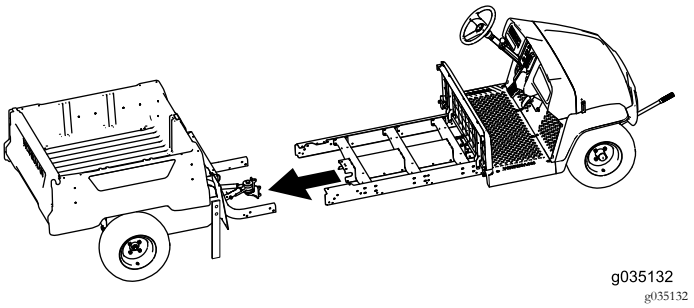

Figura 75
7. Peça ajuda a um assistente para unir as secções dianteira e traseira da máquina (Figura 75).